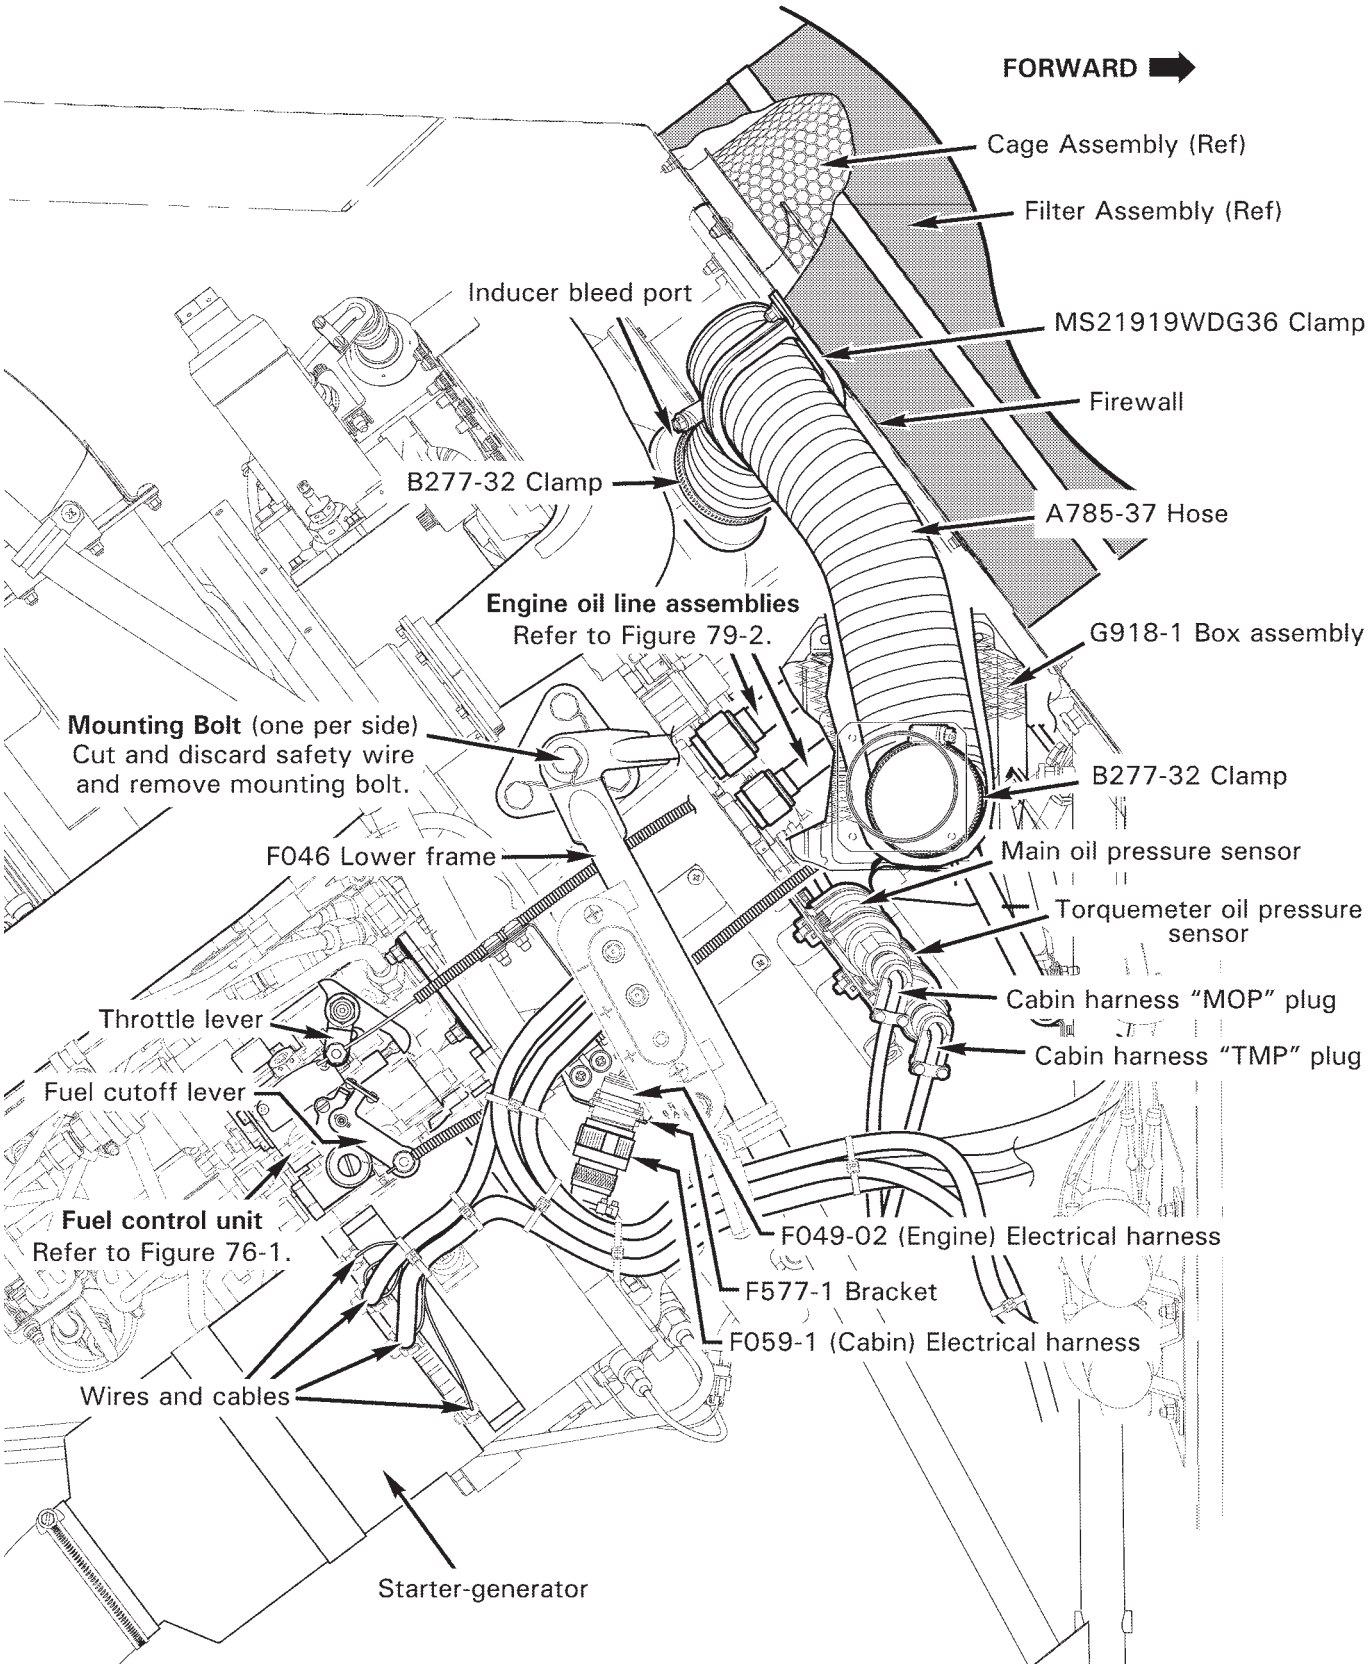

FIGURE 71-1 ENGINE - RIGHT SIDE
2. Refer to Figures 71-1 and 71-2. Verify heat shrink stamping is legible (or mark wires and cables) and remove hardware securing wires and cables to starter-generator studs. Disconnect F059-01 (cabin) electrical harness from F049-02 (engine) harness at F577-1 bracket assembly. Disconnect cabin harness "TMP" (torquemeter oil pressure) and "MOP" (main oil pressure) plugs from engine sensors; disconnect cabin harness plug from N2 speed sensor.
2. Refer to Figures 71-1 and 71-2. Connect engine hoist to G200-1 engine lifting lug.
1. Refer to Figures 71-1 and 71-2. Remove hardware securing (2) MS21919WCH14 clamps to Rolls-Royce engine model 250-C300/A1 engine vertical firewall and F577-5 bracket. Loosen B277-8 clamp and remove A785-36 hose and F170-1 fitting. Install plug.
1. Refer to Figures 71-1 and 71-2. Position G200-2 cover and G200-1 mount on top of Rolls-Royce engine model 250-C300/A1 accessory gearbox as shown. Install hardware, standard torque bolts per Section 20-32, and torque stripe per Figure 5-1. Install 0.032-inch diameter lockwire and safety bolt heads together. Seal cover edges with B270-1 sealant.